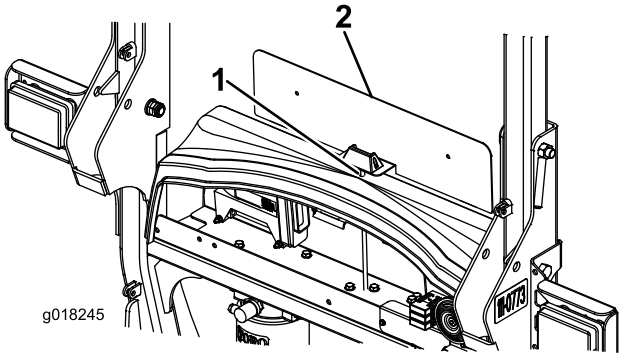

Figur 8
1. Borra ett hål med en diameter på 8 mm mitt på plasthöljet till motorväggen, ca 40 mm från framkanten (Figur 8).